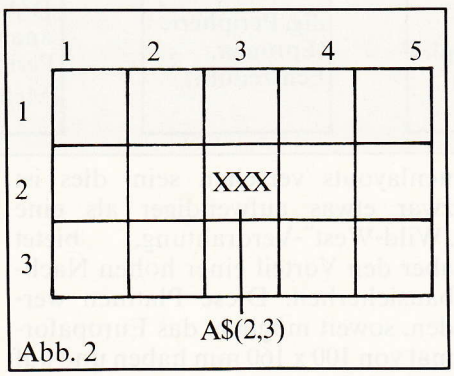

Abb. 2
Das Variablenfeld (Array) ist eine Art Variable mit mehreren Einträgen. Zu diesem Zweck wird die Variable über die DIM-Anweisung wie eine Art Rechenblatt dimensioniert. Wenn Sie also DIM A$(3,5) eingeben, so erhält die Variable A$ drei Zeilen und fünf Spalten. Geben wir nun ein A$(2,3)= "xxx" ein, so wird das Variablenfeld in der zweiten Reihe und der dritten Spalte mit dem Text "xxx" beschrieben. Bildlich vorgestellt sieht dieser Vorgang wie in Abb. 2 aus. Warum wir in unserem Programm eine solche Variable haben und wie das dritte Modul aussieht, erfahren Sie in der nächsten Lektion. (TM)